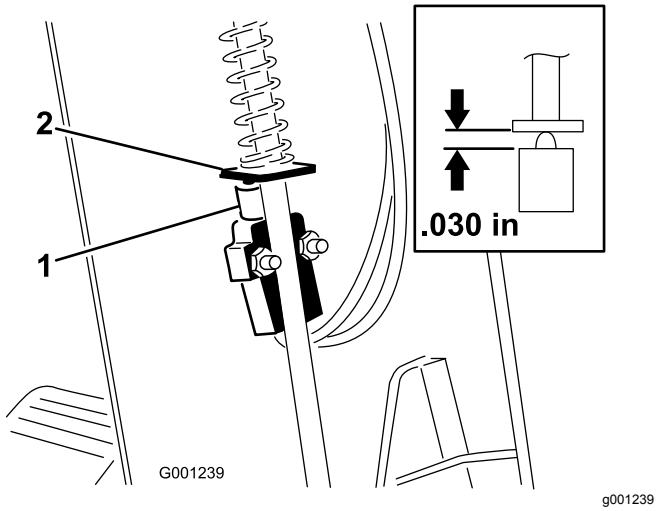

**Figur 71**
3. Skub kappen op ad ratakslen for at blotlægge kontakten til parkeringsbremsen (Figur 71).
5. Tilret pladen til parkeringsbremsestangen med kontaktstemplet (Figur 71).
6. Tryk parkeringsbremsestangen ned, og tryk op på kontakten, indtil den komprimerede længde af kontaktstemplet er 0,7 mm. Se Figur 71.